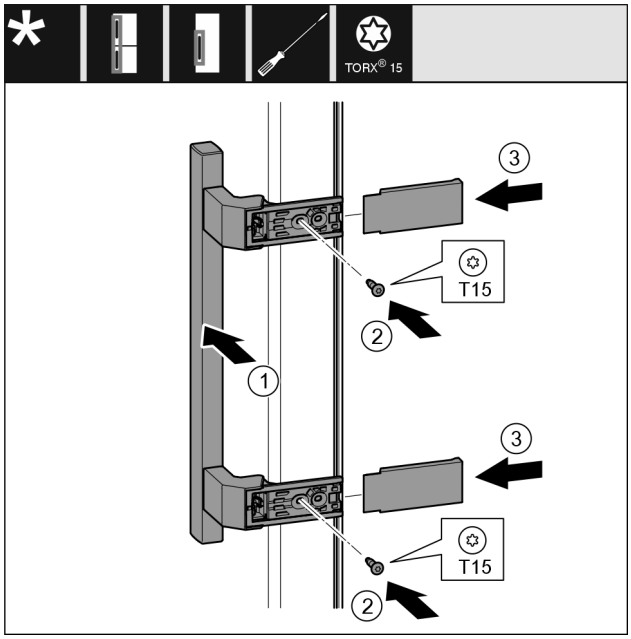

Fig. 9
▶ Aplicați și fixați mânerul pe partea opusă. *Fig. 9 (1)*
▶ Înșurubați ferm șuruburile cu șurubelnița T15. *Fig. 9 (2)*
▶ Aplicați lateral și împingeți capacele. *Fig. 9 (3)*